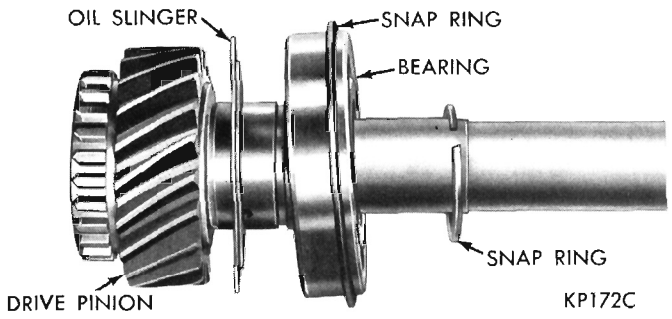

Fig. 22—Drive Pinion Assembly
(3) Remove snap ring (Fig. 22), which locks bearing on pinion shaft. Remove pinion bearing washer (A-903 only), then carefully press pinion shaft out of bearing, using an arbor press. Remove oil slinger.
(4) Remove snap ring and bearing rollers from cavity in end of drive pinion.
(1) Slide oil slinger (if removed) over pinion shaft and down against gear (Fig. 22).
(2) Slide bearing over pinion shaft (snap ring groove away from gear end), then seat on shaft, using an arbor press.